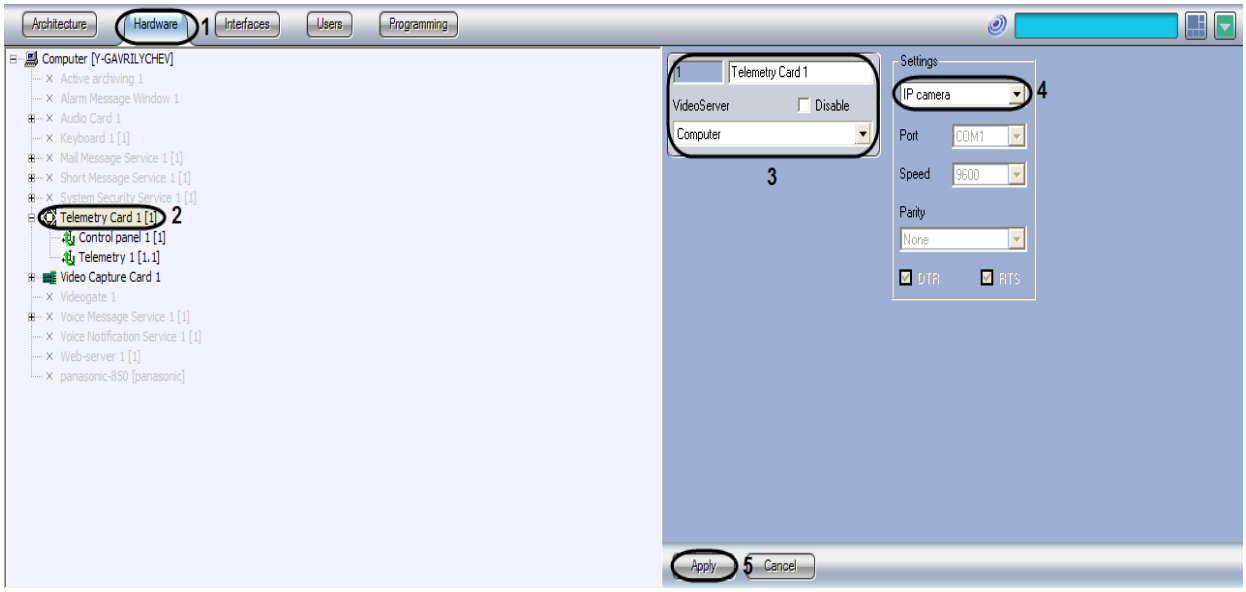

Figure 3.4—10 The setting panel of the Telemetry card object
1. Go to the **Hardware** tab in the **System settings** dialog box (Figure 3.4—10, 1).
2. Create the **Telemetry card** system object under the **Computer** object or select the relevant object on the **Hardware** tab in the **System settings** dialog box (Figure 3.4—10, 2).
3. Enter the ID, the name of the **Telemetry card** object and select the Server connected with the PTZ device (Figure 3.4—10, 3)
4. Choose the data exchange protocol from the list. To use TCP/IP protocol for the data exchange with a PTZ IP-camera, select **IP camera** as the protocol (Figure 3.4—10, 4).